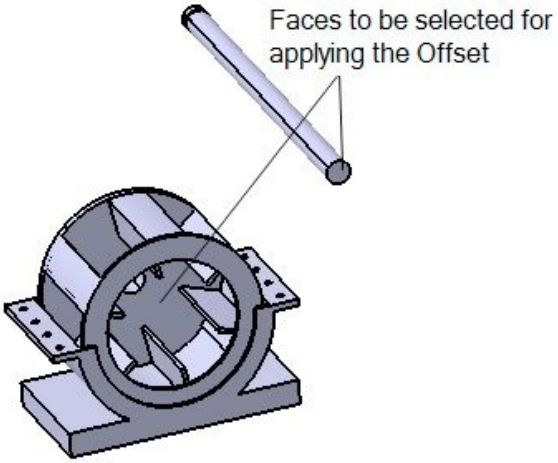

Figure 12-74 *Faces to be selected for the* ***Offset*** *constraint*
2. Choose the **Manipulation** tool from the **Move** toolbar. Next, choose the **Drag along X axis** button and drag the Motor Shaft to move it out of the assembly, as shown in Figure 12-74. Choose **OK** and exit the **Manipulation Parameters** dialog box.
3. Choose the **Offset Contraint** tool from the **Constraints** toolbar and then select the faces shown in Figure 12-74; the **Constraint Properties** dialog box is displayed. Set the **Orientation** to **Same** and the **Offset** value to **0**. Then, choose **OK** to apply the constraint and exit the dialog box. Update the model to place the Motor Shaft at its proper location.